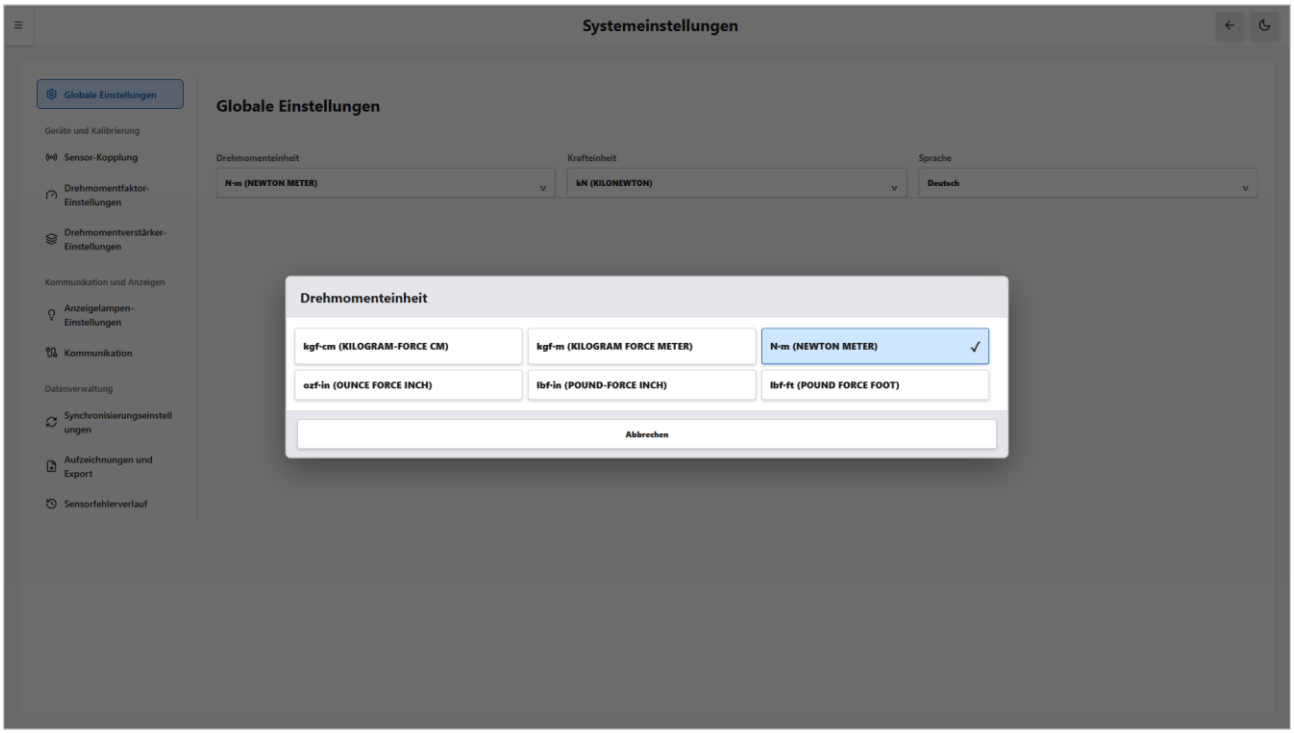

Abbildung 12-2 Auswahlfenster für die Drehmomenteinheit
2. Klicken Sie auf das Auswahlfeld „Drehmomenteinheit“. Das Fenster aus Abbildung 12-2 erscheint, die aktuelle Einheit ist mit einem Häkchen markiert.